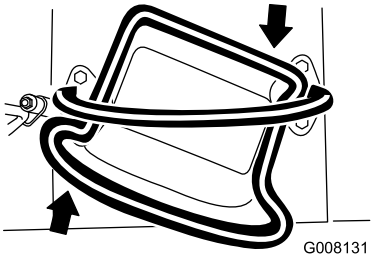

Figur 8
- Vrid drivreglaget medurs för att svänga åt höger (Figur 8).